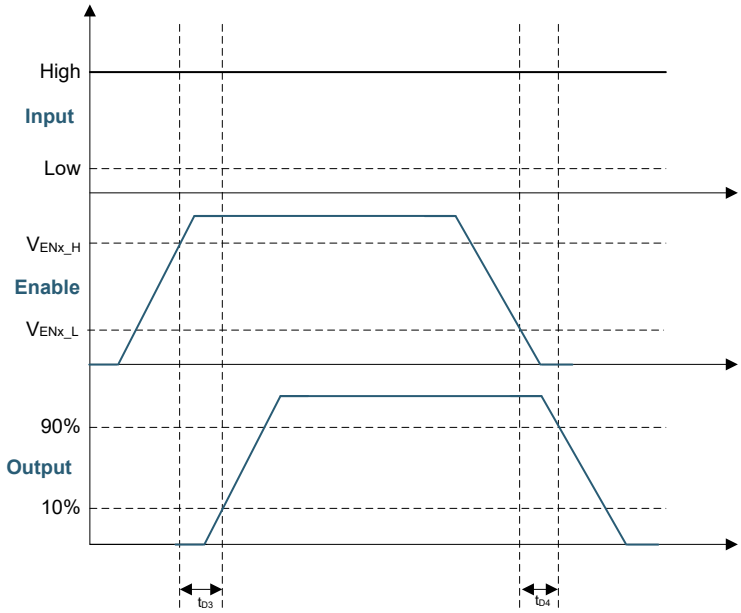
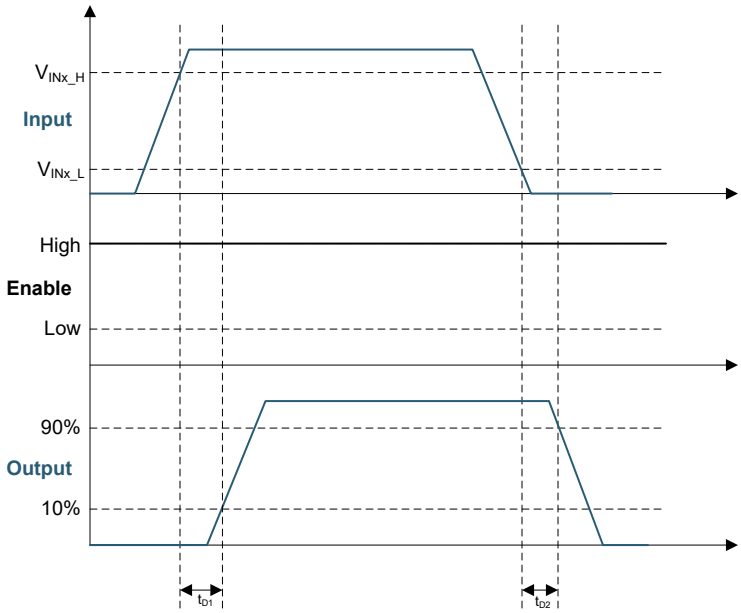

Figure 5-1. Enable Function
Figure 5-2. Input-Output Operation
(1) Switching parameters are not tested in production.
(2) See the timing diagrams in Figure 5-1 and Figure 5-2.